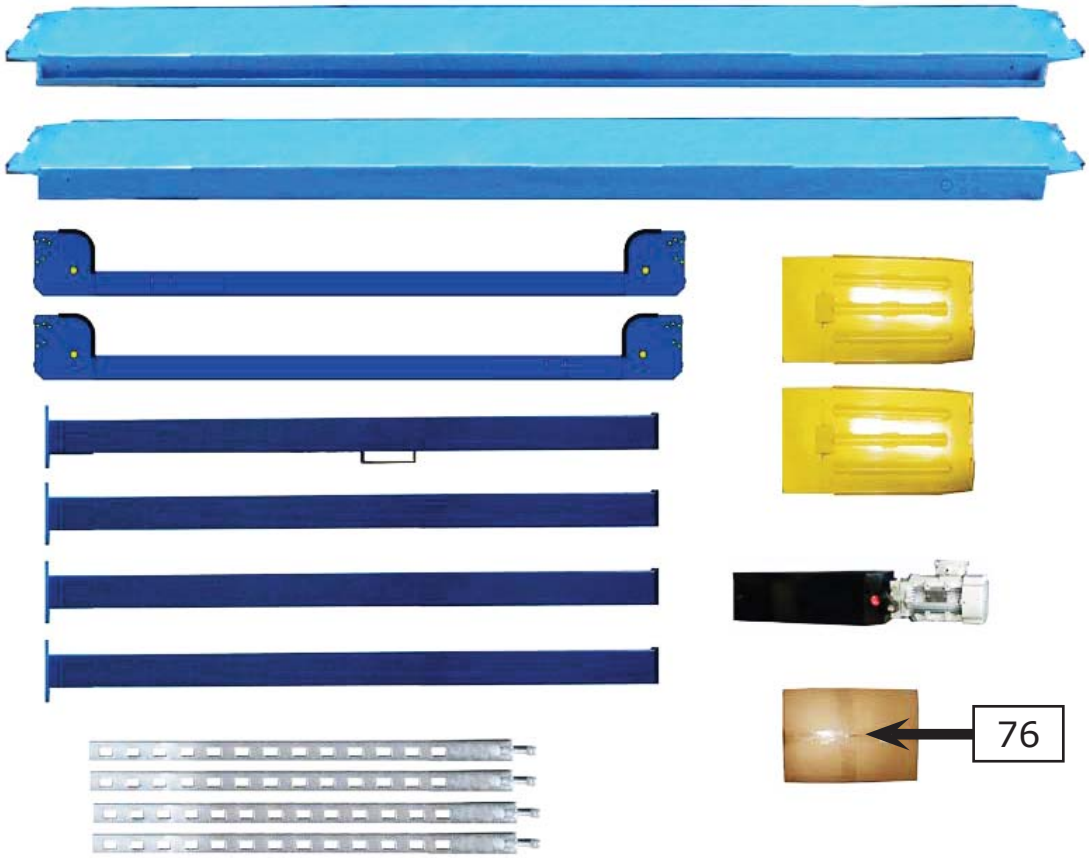

Fig. 7
5. Move aside the parts and check the parts according to the shipment parts list. **(See Fig. 7).**